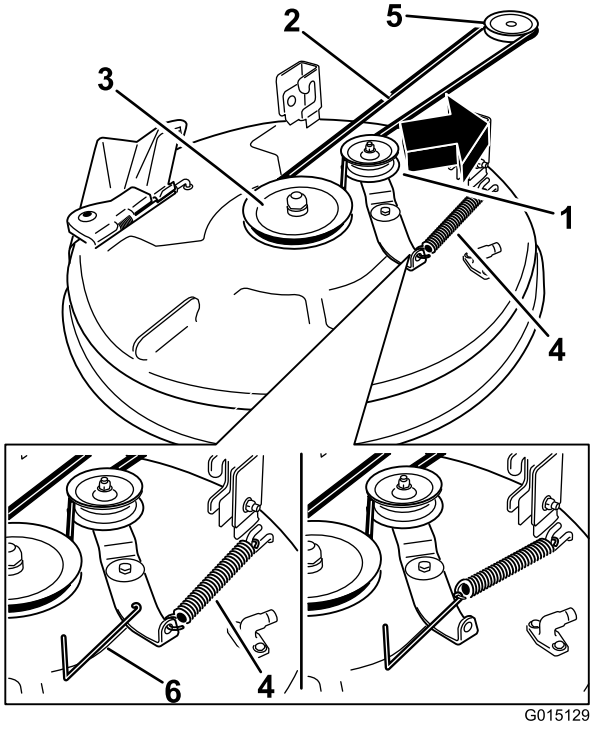
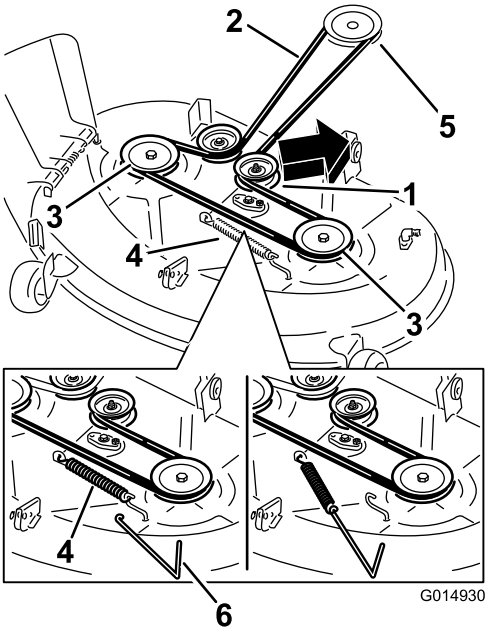

Figuur 68
Figuur 69
6. Gebruik een veerverwijderaar (Toro onderdeelnummer 92-5771), verwijder de spanpoelieveer van de maaidekhaak om de spanning op de spanpoelie te verwijderen en rol de riem van de poelies (Figuur 68 en Figuur 69).
7. Leg de nieuwe riem rond de motorpoelie en de poelies van het maaidek (Figuur 68 en Figuur 69).
8. Gebruik een veerverwijderaar (Toro onderdeelnummer 92-5771) en plaats de spanpoelieveer terug op de maaidekhaak om spanning op de spanpoelie en de riem te zetten (Figuur 68 en Figuur 69).